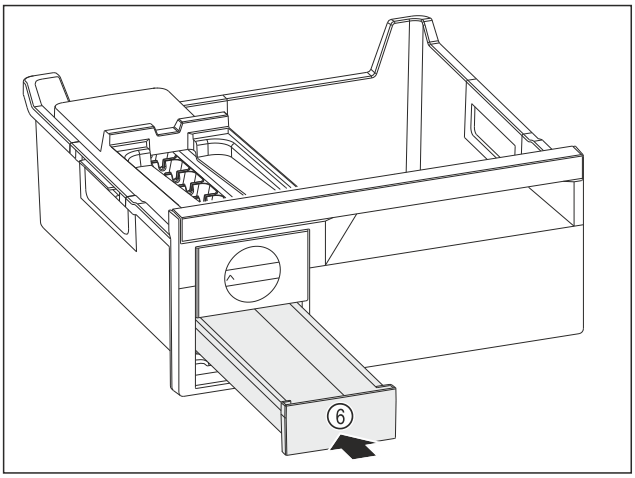

Fig. 150
▶ Insert the ice cube drawer *Fig. 150 (6)*.